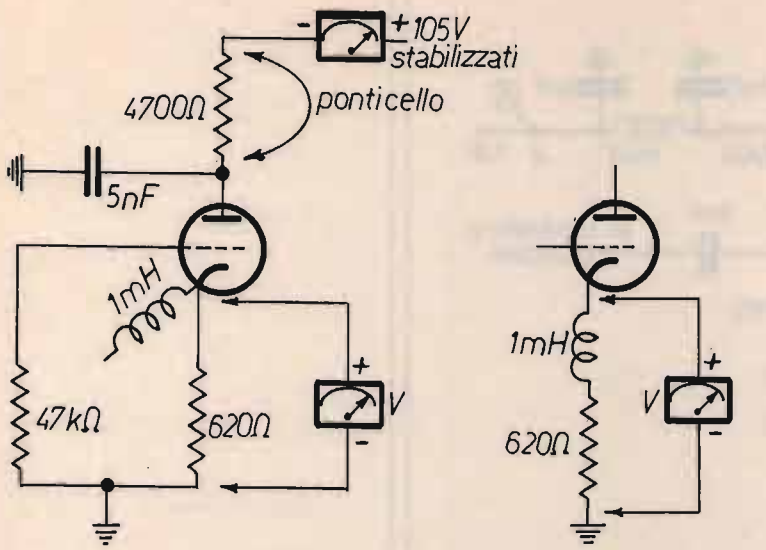

figura 4
A questo punto possiamo supporre che la valvola sia esaurita, il che si controlla facilmente; di questo abbiamo già parlato in un recente articolo dedicato alle valvole (1). Ecco come ho proceduto per il calcolo della conduttanza mutua (figura 4).